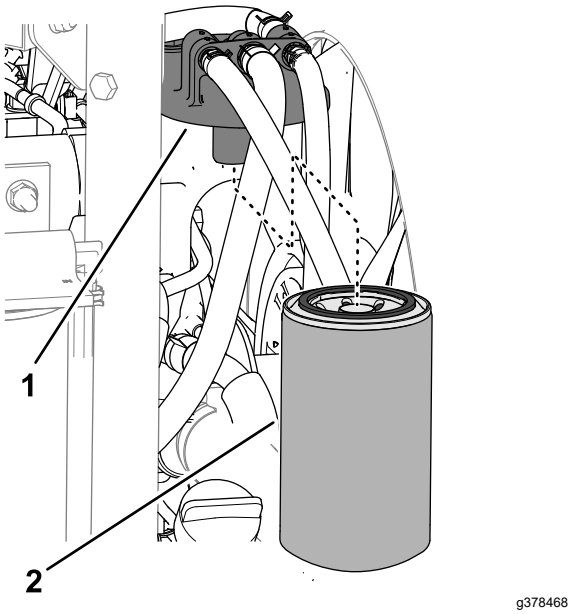

Рисунок 117
2. Очистите поверхность вокруг головки топливного фильтра (Рисунок 117).
3. Снимите фильтр и очистите монтажную поверхность головки фильтра (Рисунок 117).